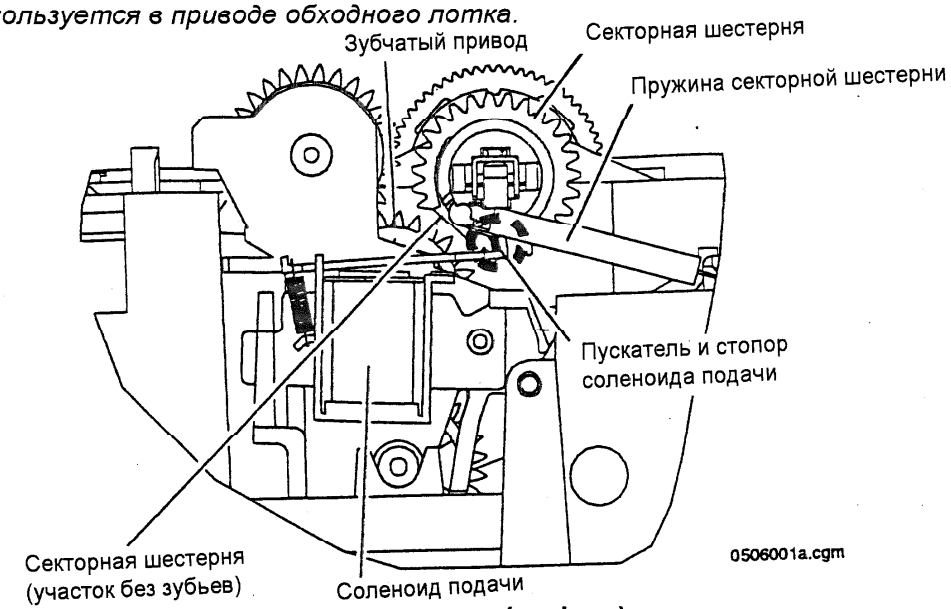

Рис. 4. Механизм секторной шестерни (муфты)
1. Срабатывает **соленоид подачи** бумаги (см. рис. 4)
b. **Пружина секторной шестерни** оттягивает секторную шестерню, поворачивая ее настолько, чтобы зубья секторной шестерни вошли в зацепление с **приводом шестерни** (см. рис. 4).